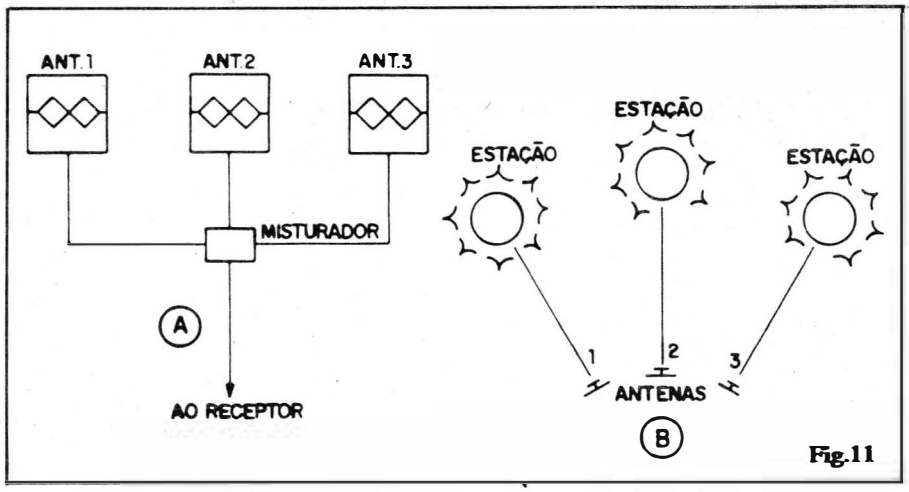

Fig.11
- **FIG. 11** - Novamente devido às características de alta "direcionalidade" dos sinais de UHF, havendo na região mais de uma estação (como já está ficando comum, nas grandes cidades...), com suas antenas transmissoras situadas em posições diversas, a **única** saída lógica, e tecnicamente aceitável, é a construção de tantas antenas qauntas forem as estações que se deseja "pegar", orientando cada uma das antenas para a "sua" estação, cuidadosamente. Nesse caso (11-A) será necessário o uso de um MISTURADOR(também encontrado nas casas especializadas) dotado de tantas **entradas** quantas sejam as antenas, e de uma **saída**, através da qual é "puxado" o cabo de "descida" para o receptor. O diagrama 11-B exemplifica a orientação das diversas antenas em função da direção de cada emissora. Embora o exemplo dado refira-se a **três** emissoras, não acreditamos que seja difícil ao Leitor intuir as adaptações para o caso de **duas, quatro**, ou mais estações...